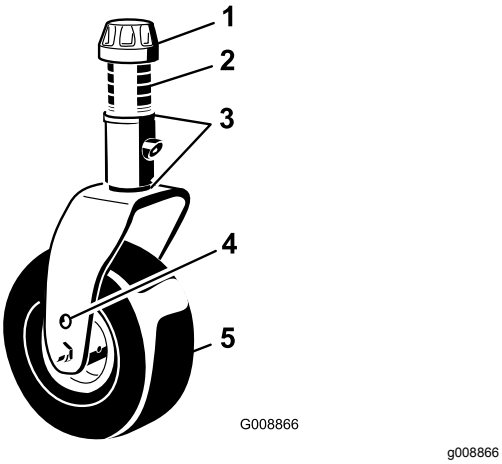

**Figur 85**
1. Fjern spennhetten fra spindelakselen, og før spindelen ut av styrearmen (Figur 85).